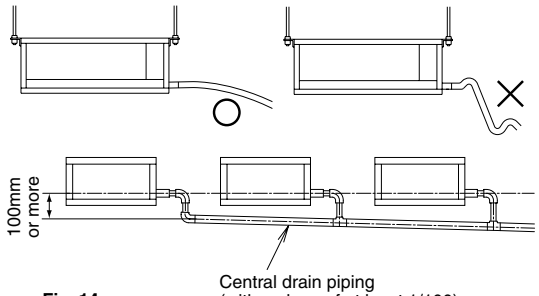

Fig. 14
(Refer to Fig. 14)
- If you are using central drain piping, follow the procedure outlined in the figure 14.
(2) After piping work is finished, check drainage flows smoothly, with manner described below.